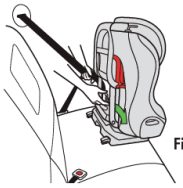

Figure 84
- Route vehicle belt through the Forward-Facing Belt Path, taking care not to put vehicle belt between Harness and back of seat, and buckle vehicle belt, as shown in **Figure 84**.